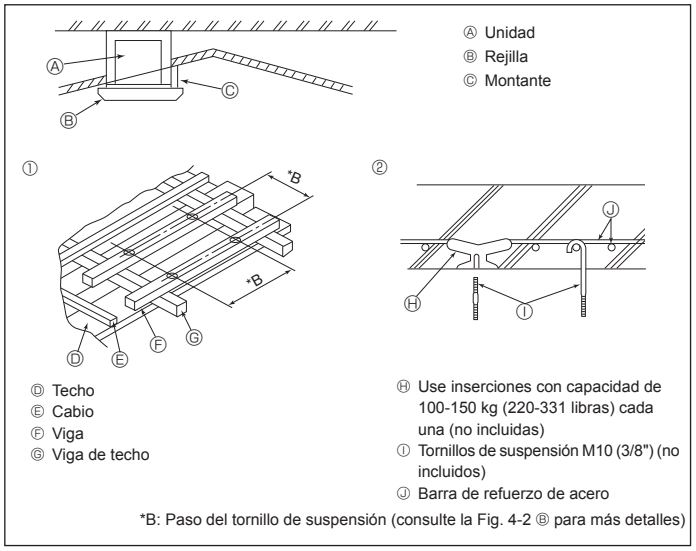

Fig. 4-4
4.4. Estructura de suspensión (refuerzo de la estructura de suspensión) (Fig. 4-4)